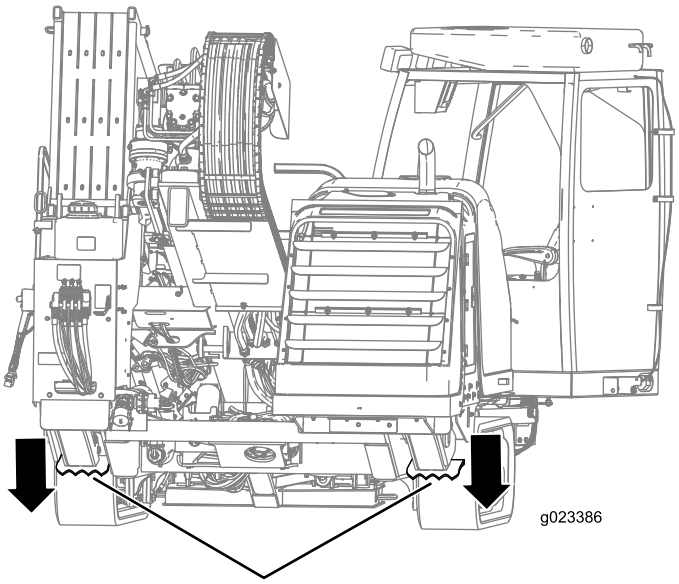

Rysunek 43
5. Opuścić tylne stabilizatory tak, aby solidnie oparły się na podłożu, lub aby osiągnąć odpowiedni kąt wejścia (Rysunek 43).